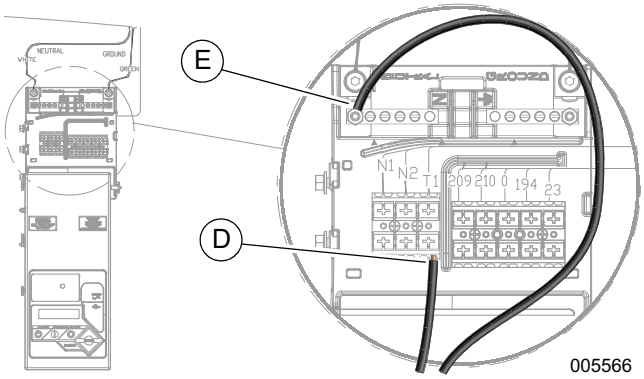

Figura 14. Bloque de terminales de detección de entrada
Consulte la ***Figura 14***. Conecte los cables conductores del calentador al terminal T1 (D) y al perno neutro (E) tal y como se muestra.